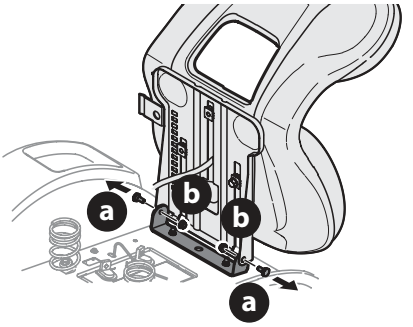

Fig. 2
2. Quite los dos tornillos con reborde (a) y las tuercas de seguridad con brida (b) de la bandeja del asiento tal como se muestra en la Fig. 2.